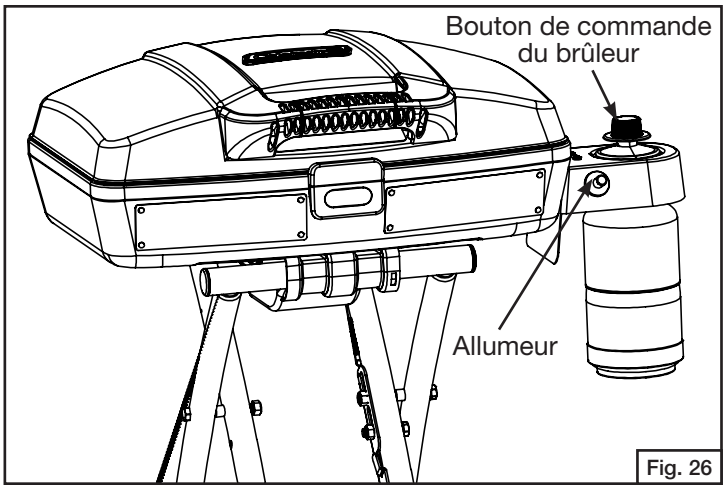

Fig. 26
2. Ajustez la flamme avec la valve du régulateur. (Fig 26 et Fig. 27)